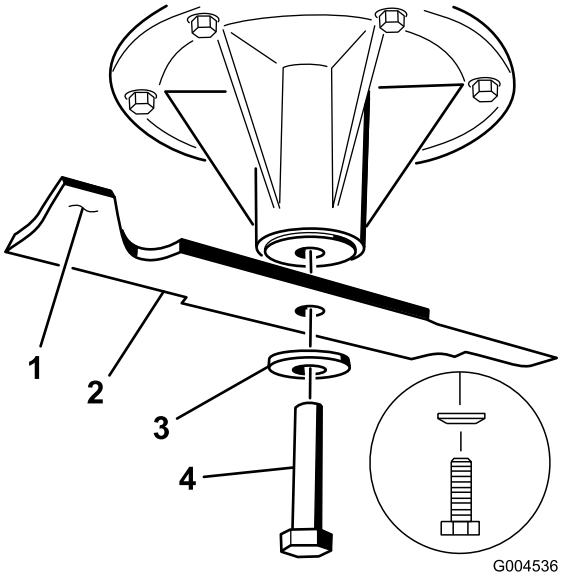
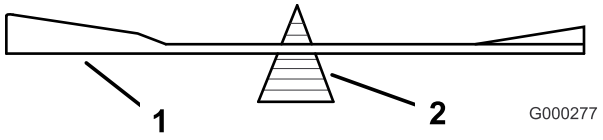

Figure 79
Figure 81
2. Enlevez de l'axe, le boulon, la rondelle bombée et la lame (Figure 79).
2. Vérifiez l'équilibre de la lame en la plaçant sur un équilibreur (Figure 81). Si la lame reste horizontale, elle est équilibrée et peut être utilisée. Si la lame est déséquilibrée, limez un peu l'extrémité de la partie relevée seulement (Figure 79). Répétez la procédure jusqu'à ce que la lame soit équilibrée.